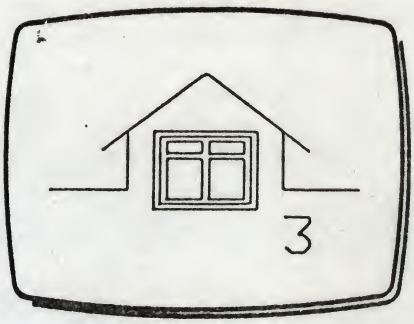

Fig 4
14 Press and release T to draw the window frame as (3) in Fig 4.